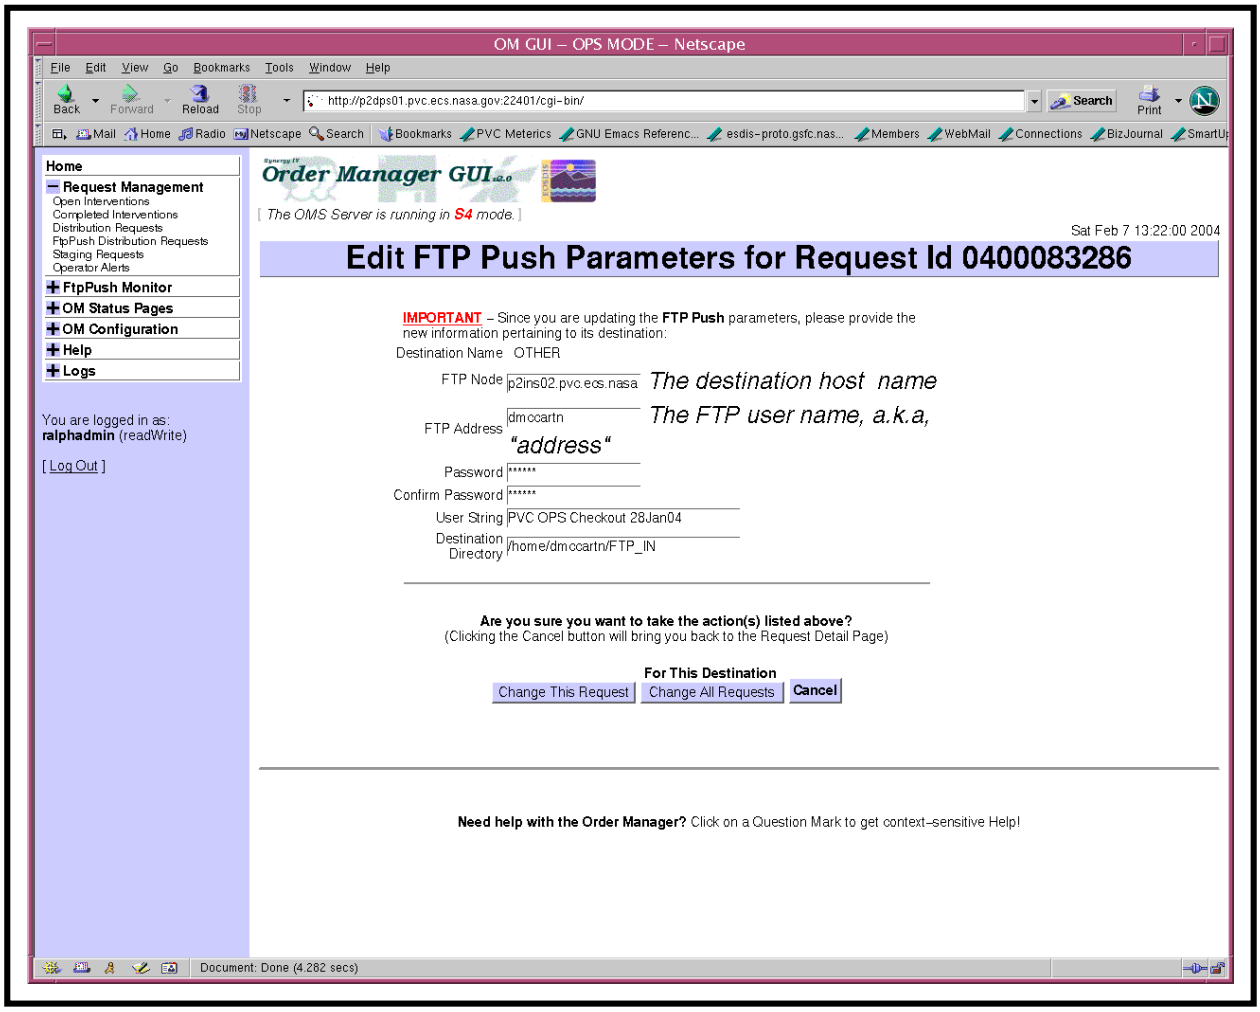

Figure 42. Edit FtpPush Parameters Page
- The **Edit FtpPush Parameters** page (Figure 42) is displayed.